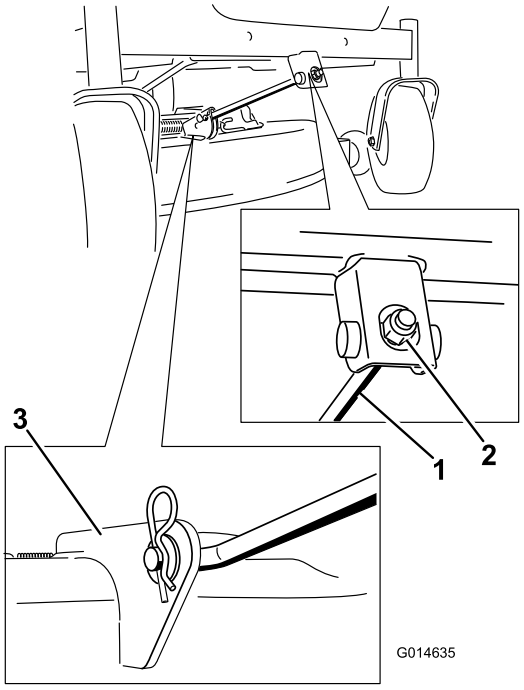

**Figur 63**
5. Fjern hårnålsplinten fra fremre støttestang og fjern stangen fra braketten på klippeenheten (Figur 63). Senk den fremre delen av klippeenheten forsiktig til bakken.
6. Fest fremre støttestang til klippeenheten med splittpinnen og hårnålssplinten (Figur 63).